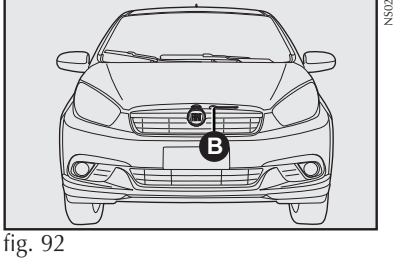

fig. 92
2) mover a trava localizada sob o capô para cima **B-fig. 92**;